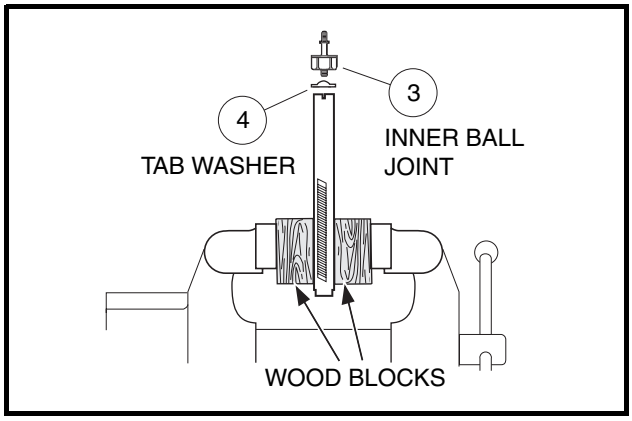

Figure 9-11 Secure Rack in Vise
13. If the inner ball joint (3) is excessively worn, remove the ball joint and tab washer (4) from the rack **(Figure 9-11, Page 9-9)**.
13.1. Secure the rack in a vise using wood blocks between the rack and the jaws of the vise to protect the rack from damage **(Figure 9-11, Page 9-9)**.
1. Install a new tab washer (4) and an inner ball joint (3) **(Figure 9-11, Page 9-9)**. Install the ball joint onto the rack by securing the rack in a vise using wood blocks between the rack and the jaws of the vise to protect the rack from damage. Tighten the ball joint to 60 ft-lb (81 N·m).
2. Bend the edges of the tab washer (4) up against the ball joint (3) **(Figure 9-11, Page 9-9)**.